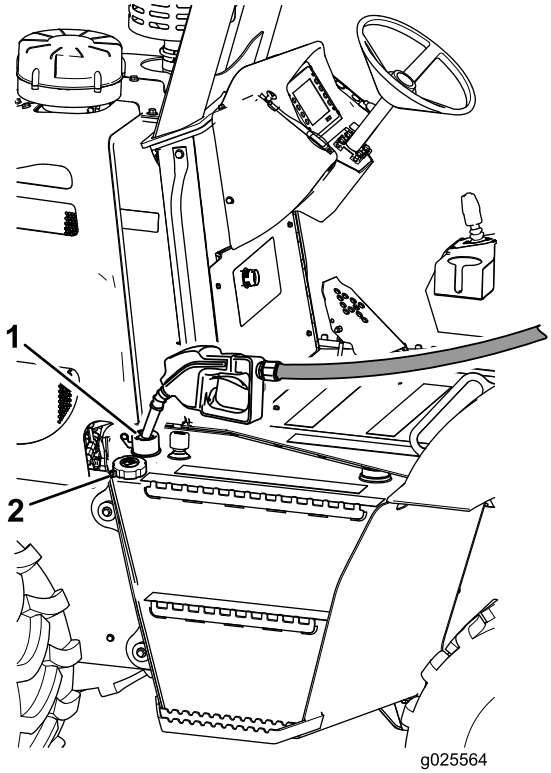

Figura 20
1. Limpie la zona alrededor del tapón del depósito de combustible (Figura 20) y retire el tapón.